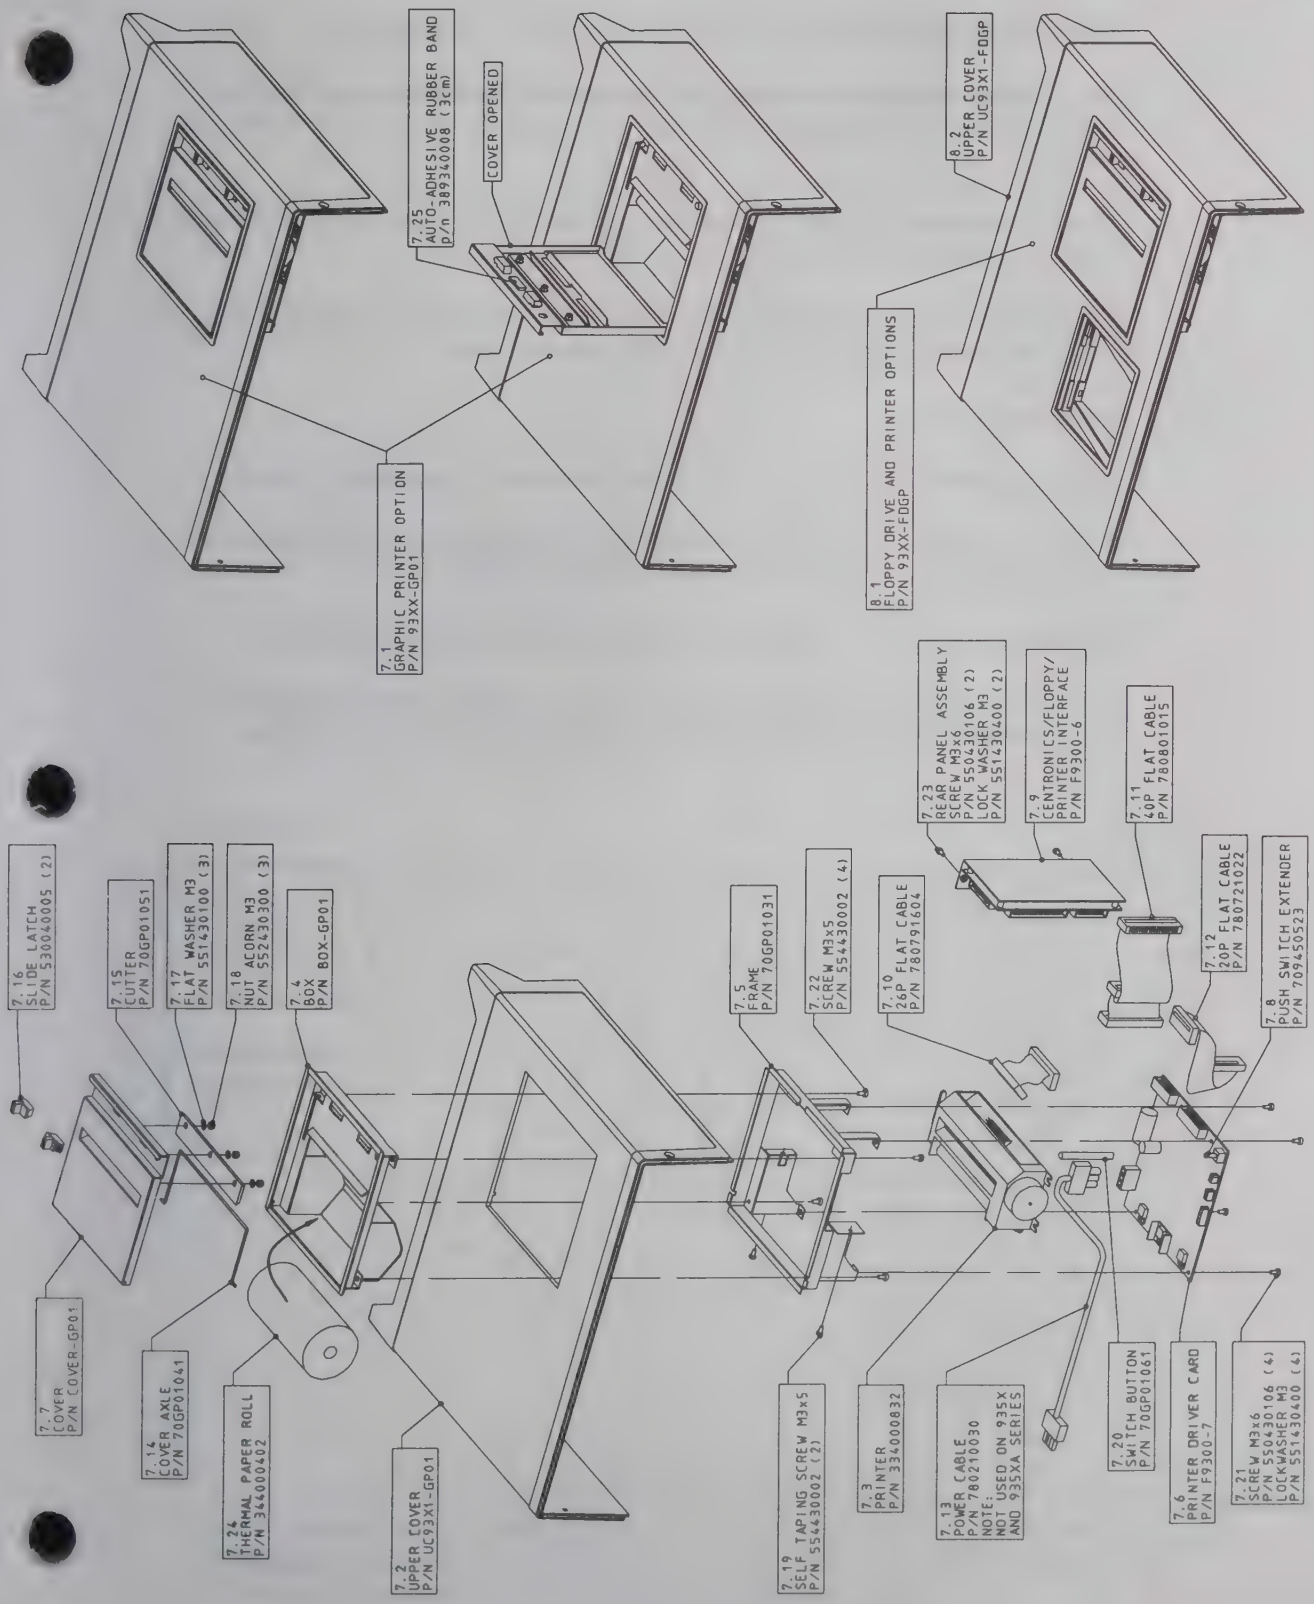

Figure 7.8 : 9360 & 9361 Graphic Printer Assembly
- Disconnect the power cable (780210030) from the 93XX-PS1715 power supply (see figure 7.8).